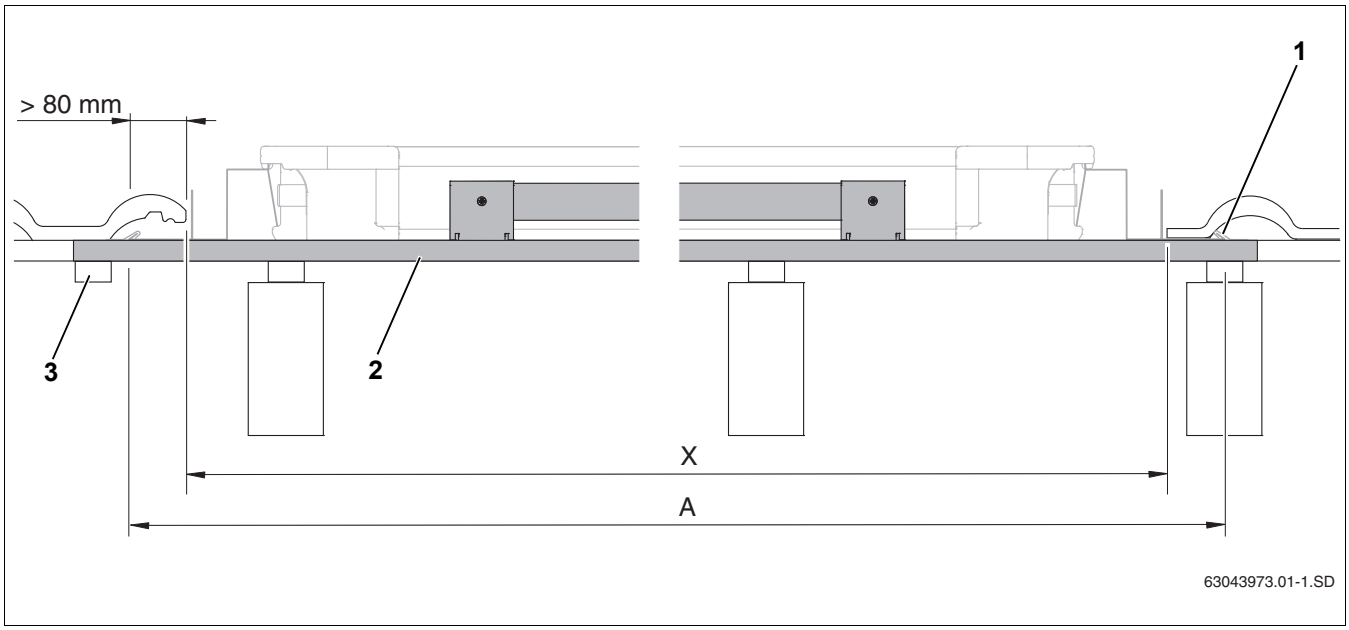
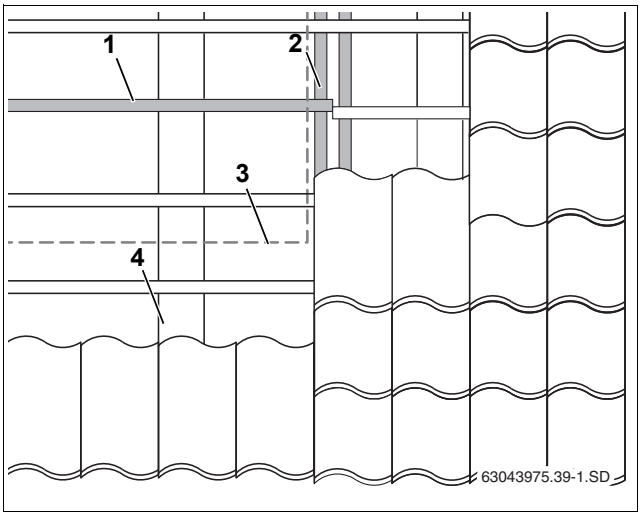

Рис. 9 Длина дополнительной обрешётки (здесь: первая рейка обрешётки внизу с креплением от сползания)
Рис. 13 Смещение обрешетки в области коллекторов
Минимальная длина дополнительной обрешётки (рис. 9, [2]) соответствует ширине поля коллекторов (Таб. 5, стр. 16, размер A) плюс примерно 10 см для боковых прижимов (рис. 9, [1]).
- Закрепите стыки обрешетки на стропилах или прочно соедините с имеющейся обрешеткой крыши (рис. 9, [3] и (рис. 13, [2]).
Если понадобится установить дополнительную обрешетку (рис. 13, [1]) в зоне уже существующей, то нужно существующую обрешетку сместить в зоне поля коллектора (рис. 13, [3]) и прочно закрепить (рис. 13, [2]).